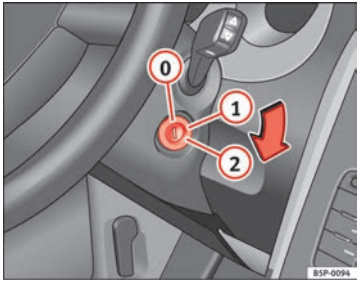

**Fig. 135 Ignition key positions**
In this position ⇒ Fig. 135 the ignition and the engine are OFF and the steering may get locked.
– Turn the ignition key to position ⇒ Fig. 135 (1). The warning lamp ϖ will light for engine pre-heating.
– When the lamp turns off, turn the ignition key to position (2) to start the engine. Do not press the accelerator.
– Turn the ignition key to position ⇒ Fig. 135 (0).